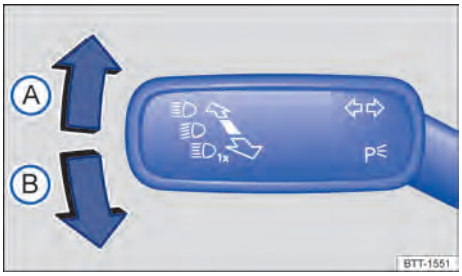

**Fig. 78** En el lado izquierdo de la columna de dirección: palanca de los intermitentes y de la luz de carretera.
2. Mueva la palanca de los intermitentes y de la luz de carretera desde la posición central hasta la posición necesaria → fig. 78.